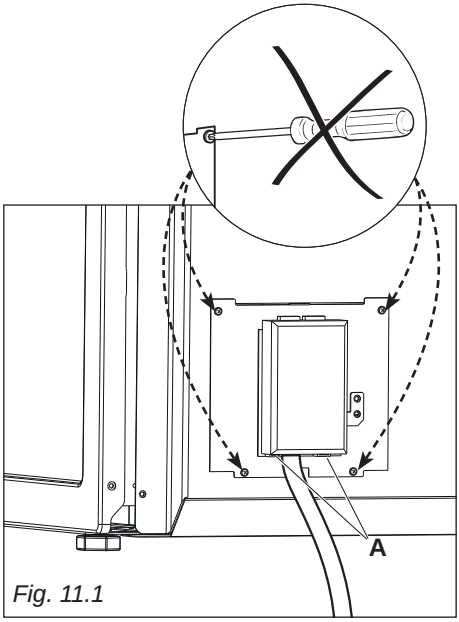

Fig. 11.1
- Unhook the terminal board cover by inserting a screwdriver into the two hooks "**A**" (fig. 11.1).